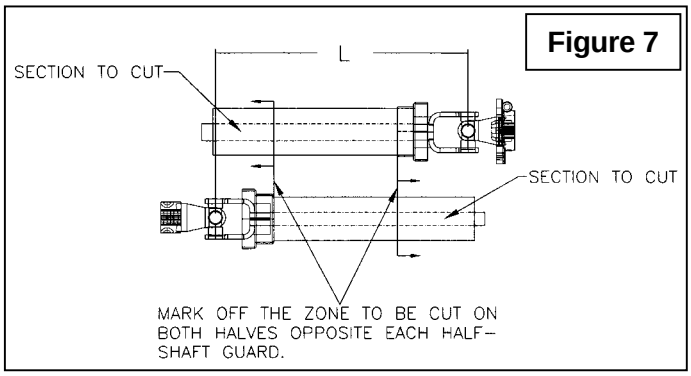

Figure 7
3. Hold the two half-shaft side by side and locate the **"L"** length between the two center-to-center half-shaft universal joints. Mark off the zone to be cut on both halves opposite each half-shaft guard as shown on Figure 7.